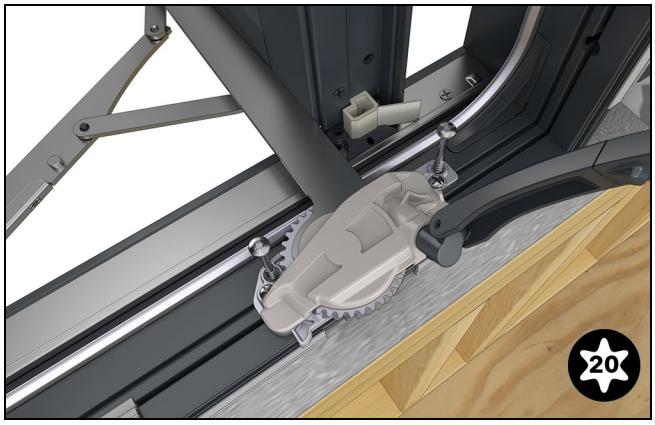

Figure 28
1. Crank open the sash and drive a screw into the hole in the base that is hidden under the crank arm. See Figure 28.